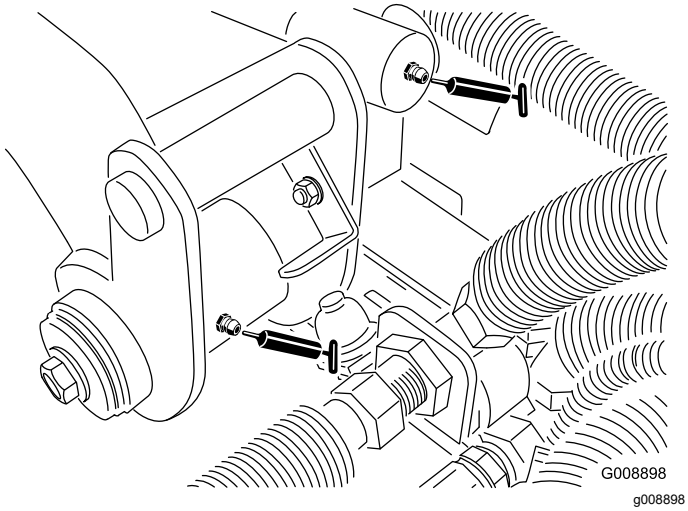

Figuur 60
- Draaipunt van achterste hefarm en hefcilinder (2 nippels – Figuur 60)